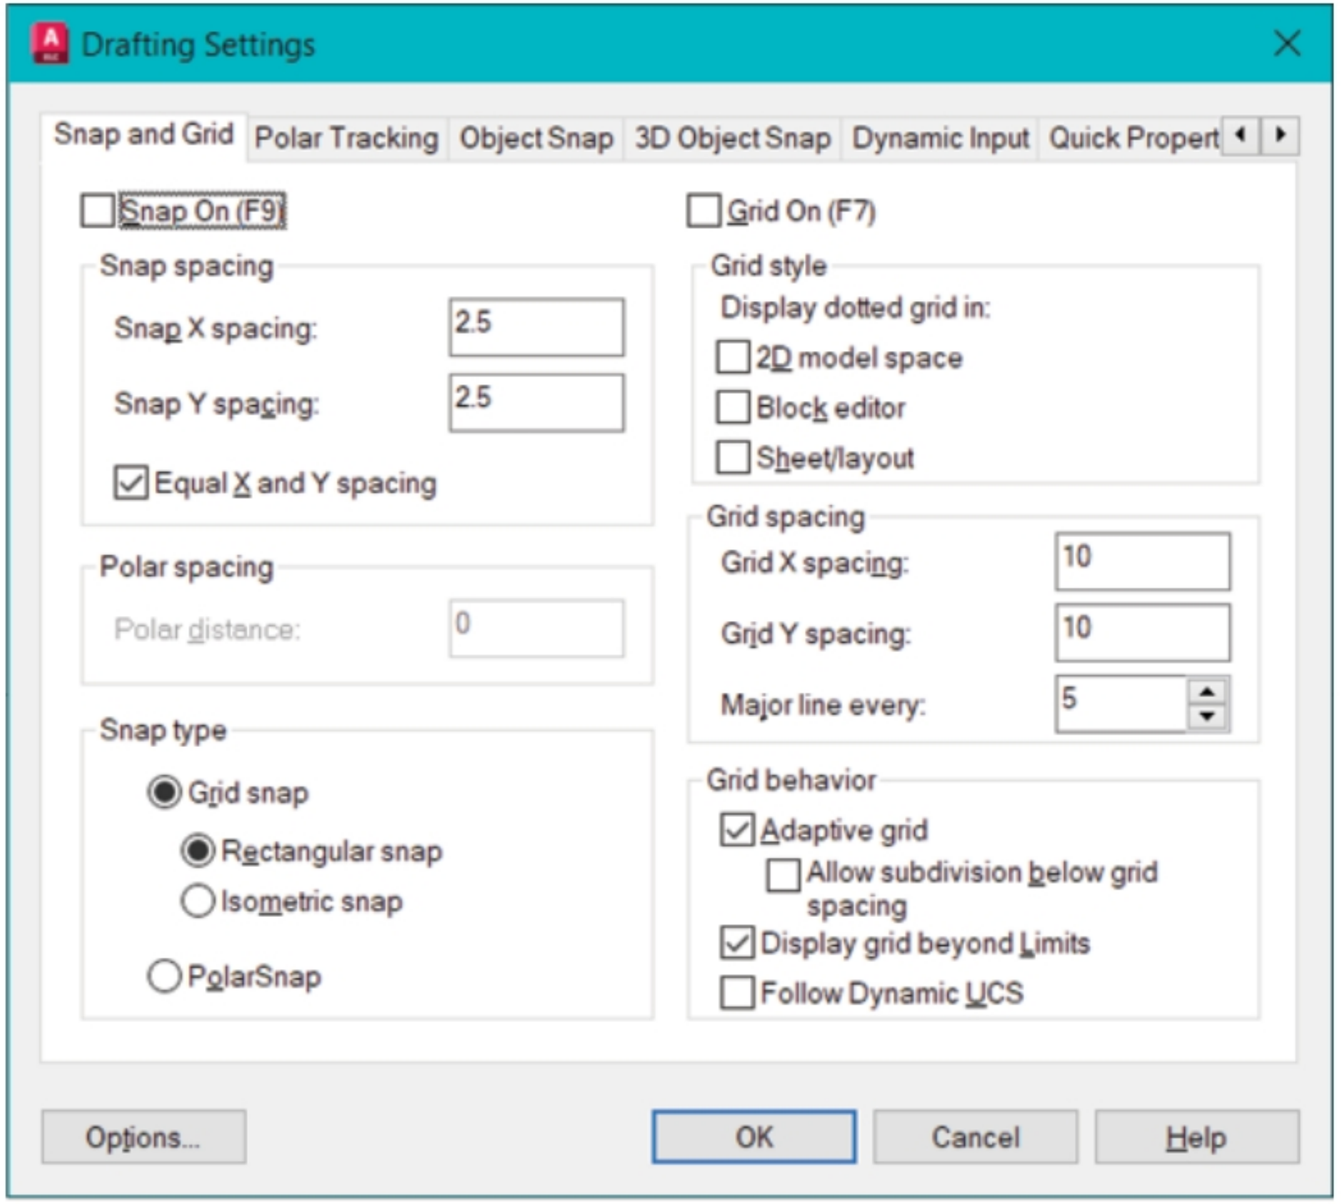

Figure-73. Drafting Settings dialog box
- Select the **Snap Settings** option from the flyout to specify the setting related to selected type of Snap. The **Drafting Setting** dialog box will be displayed with the **Snap and Grid** tab selected; refer to Figure-73.
You can use the **Drafting Settings** dialog box to set the drawing modes such as grid, snap, Object Snap, Polar, Object snap tracking, and Dynamic Input. All these modes help you draw accurately and also increase the drawing speed. You can right-click on the **Snap Mode**, **Grid Display**, **Ortho Mode**, **Polar Tracking**, **Object Snap**, **3D Object Snap**, **Object Snap Tracking**, **Dynamic Input**, **Quick Properties**, or **Selection Cycling** button in the **Status Bar** to display a shortcut menu. In this shortcut menu, choose **Settings** option to display the **Drafting Settings** dialog box as shown in Figure-73. This dialog box has seven tabs: **Snap and Grid**, **Polar Tracking**, **Object Snap**, **3D Object Snap**, **Dynamic Input**, **Quick Properties**, and **Selection Cycling**. On starting AutoCAD Electrical, these tabs have default settings. You can change them according to your requirements.